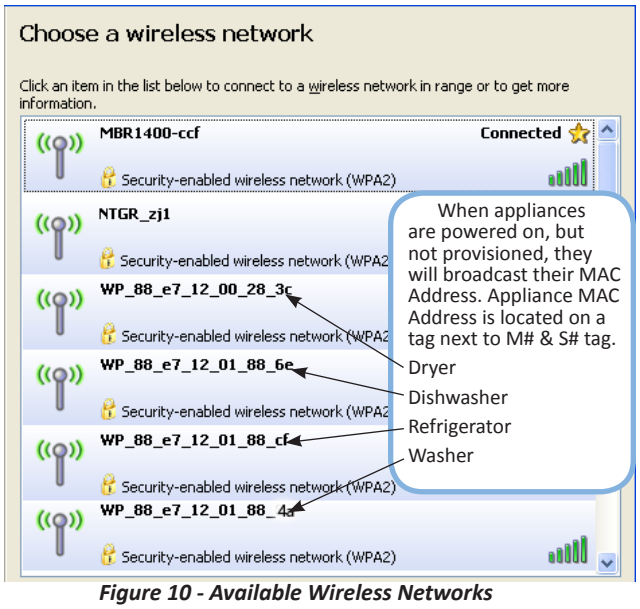

Figure 10 - Available Wireless Networks
1. On the computer, have the consumer access their home network wireless settings and view the list of available wireless networks (see figure 10). **NOTE:** The wireless network window may vary depending on program or OS.